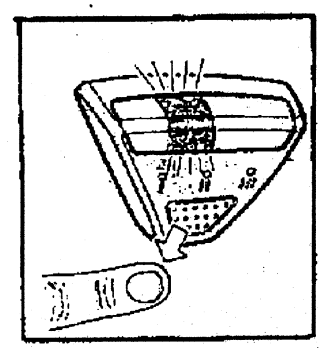

图6-7 按功能键
e. 再按功能键图6-7去选择接收器上Ⅰ、Ⅱ、Ⅲ，LED灯亮熄的组合(参考表6-3)，表示防盗作用的功能模式。